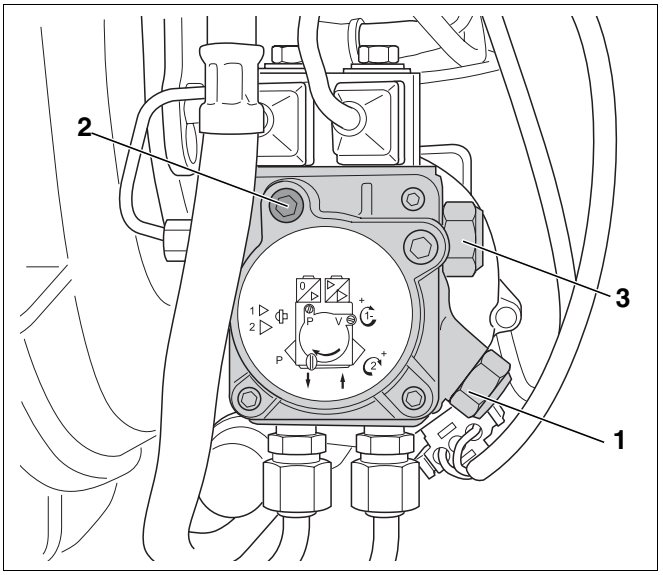

Bild 40 Druck einstellen
Wenn Sie die Druckregulierschrauben (Bild 40, **Pos. 1** und **3**) geringfügig drehen, verändern Sie den Ölpumpendruck und somit den CO_2-Gehalt für die 2. bzw. 1. Stufe.
- Öldruck-Manometer in den entsprechenden Anschluss (Bild 40, **Pos. 2**) der Ölpumpe (Kennzeichnung „P“) einschrauben.
- Achten Sie bei der Nachregulierung des CO_2-Gehaltes und bei der Messung des CO-Gehaltes für die 1. Stufe darauf, dass Sie die richtige Druckregulierschraube (Bild 40, **Pos. 3**, Seite 44) benutzen.